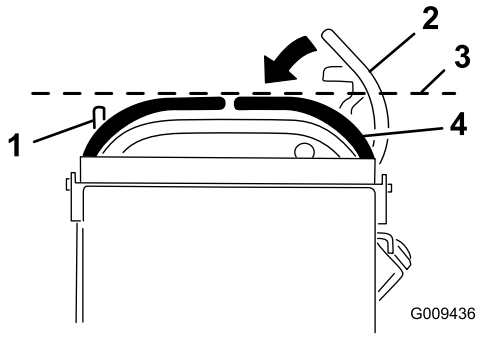

Figure 68
3. Abaissez le levier de commande de déplacement droit pour quitter la position de verrouillage au point mort (Figure 68).
4. Vérifiez s'il s'aligne horizontalement avec le levier de commande de déplacement gauche (Figure 68).